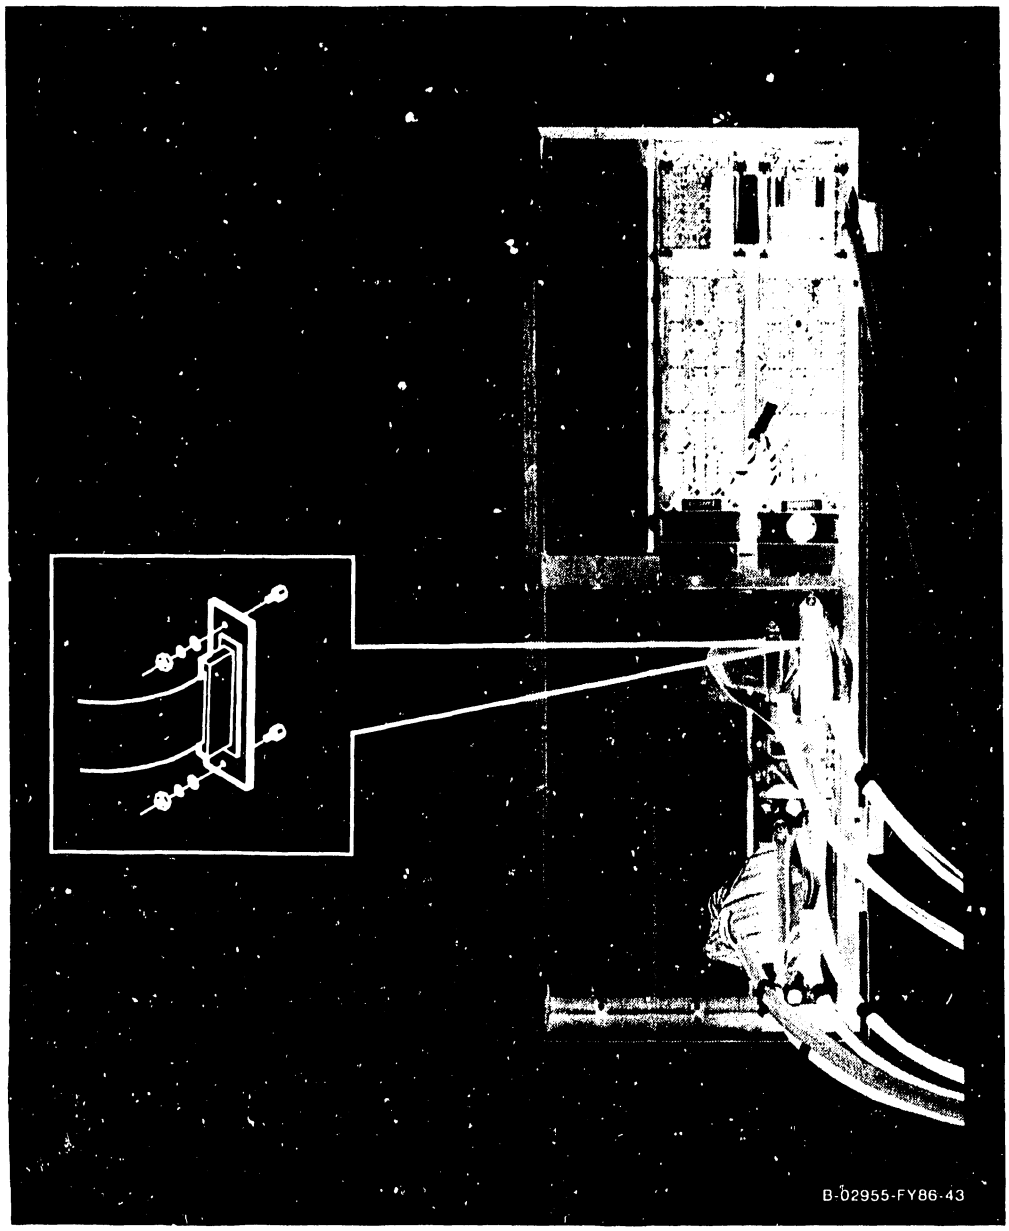

Figure 7-38. SCSI Panel Cable Replacement
5) Remove cable connector from SCSI panel as illustrated in figure 7-38.